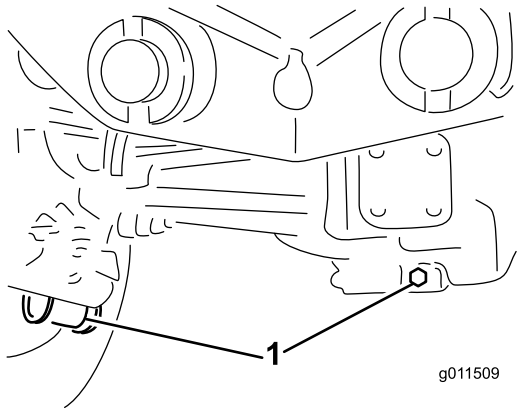

Figur 63
2. Gör rent runt de tre avtappningspluggarna; en på varje ände och en i mitten (Figur 63).